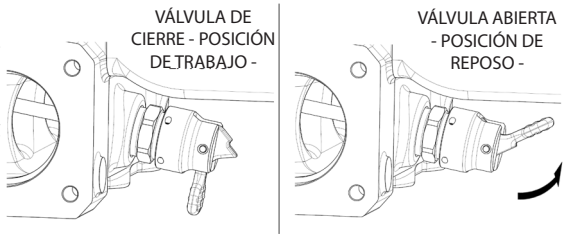

Fig. 10
**Ver las posiciones de "trabajo" y de "reposo" en la Fig. 10.**